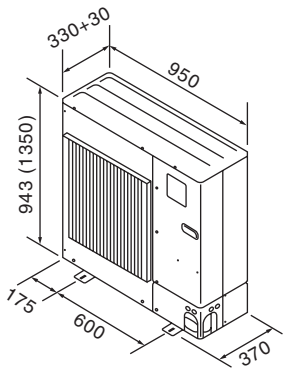

Fig. 2-2
2.3. Yttre dimensioner (Utomhusenhet) (Fig. 2-2)